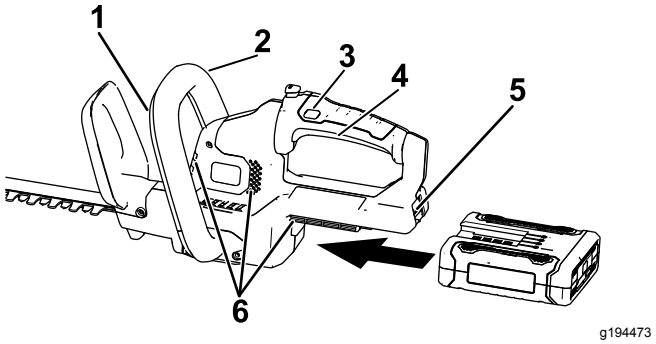

Figura 4
3. Allineate la cavità del pacco batteria con la linguetta nell'alloggiamento dell'impugnatura, afferrate l'impugnatura e spingete il pacco batteria nell'impugnatura fino a quando il fermo non si blocca in posizione (Figura 4).
4. Posizionate una mano sull'impugnatura della levetta. Posizionate l'altra mano sull'impugnatura ausiliaria (Figura 4).
innestate l'interruttore dell'impugnatura ausiliaria per accendere il tagliasiepi (Figura 4).
Il tagliasiepi rimane acceso fino a quando l'interruttore dell'impugnatura ausiliaria è innestato e la levetta è schiacciata. L'interruttore di bloccaggio può essere rilasciato una volta che il tagliasiepi è in funzione (Figura 4).
1. Rilasciate la levetta o l'interruttore dell'impugnatura ausiliaria (Figura 4).